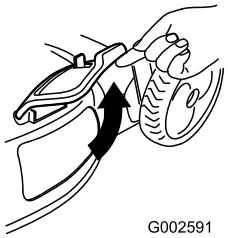

Figur 28
2. Løft opp sideutslippsluken (Figur 28).